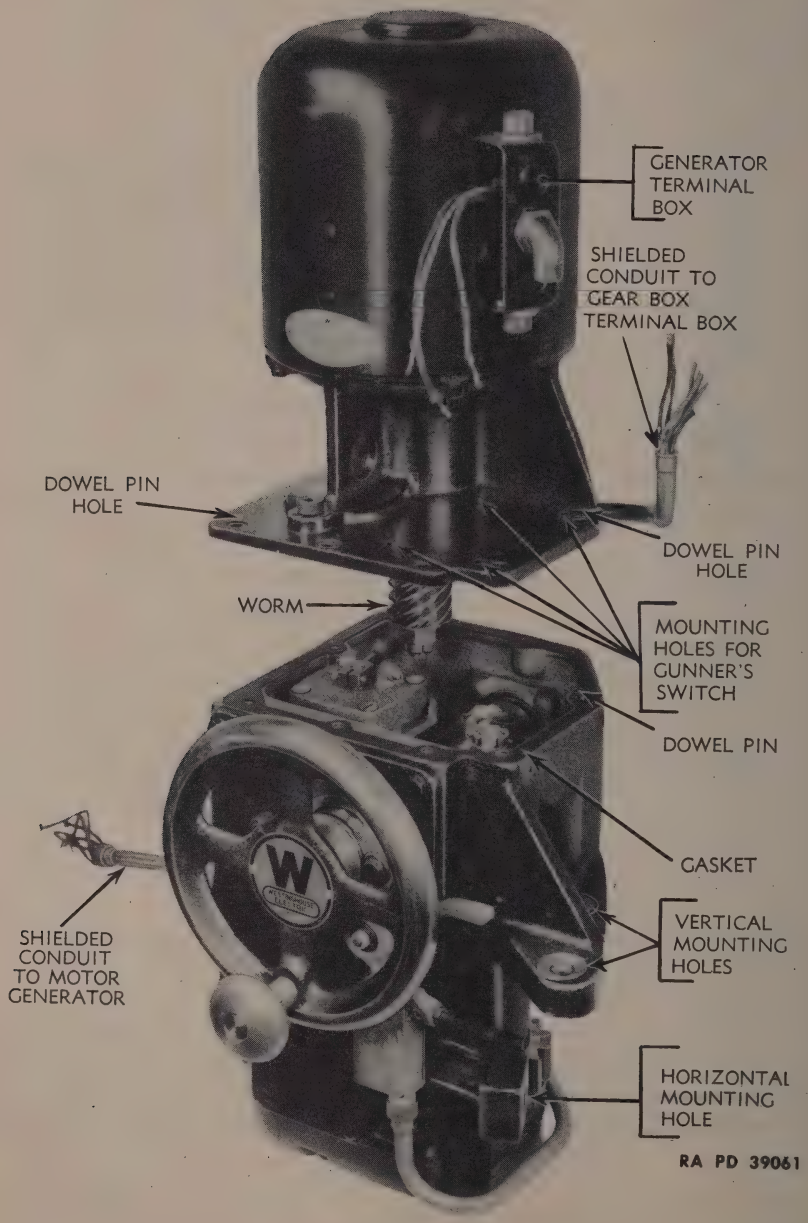

Figure 160—Installation of Motor on Gear Box
(4) Remove Drive Motor from Gear Box (fig. 160).
(2) Install Motor Tentatively (fig. 160). Place gasket on gear box, and line up holes in gasket with holes in gear box. A little grease between gasket and gear box housing will hold gasket in place. Carefully place motor in position on gear box. Insert mounting bolts finger tight.